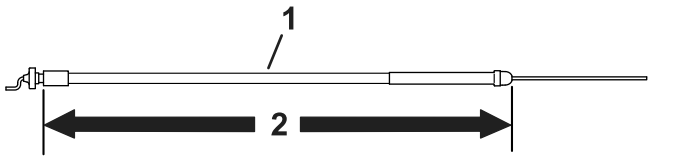

Figur 6
- Använd gasvajern som är 172,2 cm lång för traktormodell 04056. Se Figur 6.